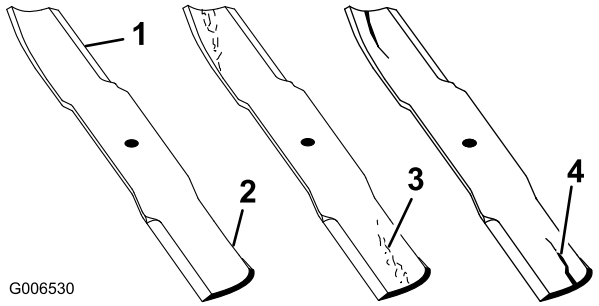

Figuur 49
1. Controleer de snijranden (Figuur 49).
2. Controleer de messen, met name het gebogen deel (Figuur 49).
Opmerking: Als u beschadiging, slijtage of groefvorming in dit deel constateert (punt 3 in Figuur 49), moet u het mes direct vervangen.